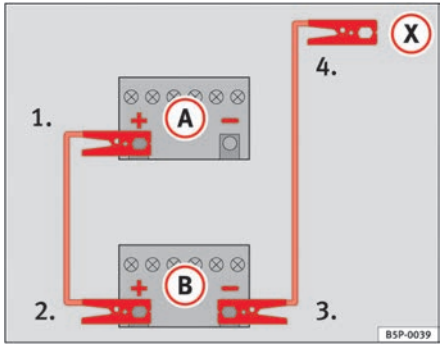

Fig. 199 How to connect the jump leads
⇒ fig. 199 (A) shows the flat battery and (B) the charged battery.
1. Connect one end of the red jump lead to the positive ⇒ fig. 199 (+) terminal of the vehicle with the flat battery ⇒ ⚠.
4. Connect the other end of the black jump lead (X) to a solid metal component which is bolted on to the engine block, or onto the engine block itself of the vehicle with the flat battery. Do not connect it to a point near the battery ⇒ ⚠.